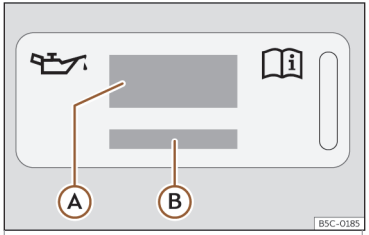
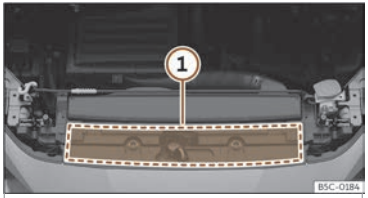

Fig. 212 Al compartiment del motor:etiqueta d'oli de motor
Fig. 213 Al compartiment del motor:zona d'ubicació de l'etiqueta d'oli de motor
Llegenda de la>>> **fig. 212** :
Si heu d'omplir l'oli del motor, utilitzeu un dels olis indicats a l'etiqueta>>> **fig. 212** . L'etiqueta amb la norma prescrita es troba a la part davantera al compartiment del motor >>> **fig. 213** ①. Si utilitzeu l'oli de motor recomanat, es pot corregir el nivell de l'omplimment tantes vegades com calgui.